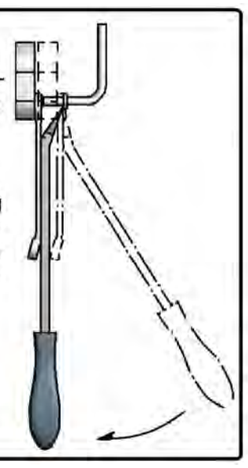

FIGURE 1
1. Lower exhaust by locating and removing (2) E12 Torx bolts, (1) on each side.
2. At the bottom of the wheel well, locate and remove (6) push pins, (3) on each side using a pry tool. Pull back part of wheel well to reveal (4) push pins, (2) on each side and remove using a pry tool.
3. Locate on the underbody panel and remove (6) nuts, (3) on each side using an 8mm socket. Remove underbody panel and mark out an 2” x 4” section using masking tape and trim using aviation shears. Set underbody panel aside for later reinstallation.
4. On the fascia supports, locate and remove (2) bolts, (1) on each side using a 10mm socket. Gently remove the lower portion of fascia connected to the bumper fascia. Set aside for later reinstallation.
5. Locate the bumper beam connection points and remove (8) nuts, (4) from each side using a 16mm socket. Remove bumper beam by pulling bumper towards rear of car while twisting the bumper beam up towards the top of the vehicle. Set aside for later reinstallation. **NOTE:** Use silicone sealant around openings of the frame rail on each side as shown in FIGURE 1.